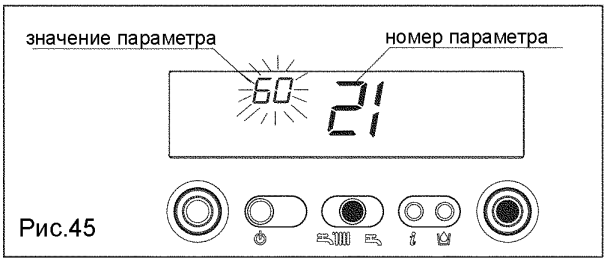

Рис.45
- Нажмите кнопку ENTER, чтобы перейти к изменению значения данного параметра. При нажатии кнопки ENTER, на дисплее начнет мигать значение параметра, установленное ранее (рис. 45).